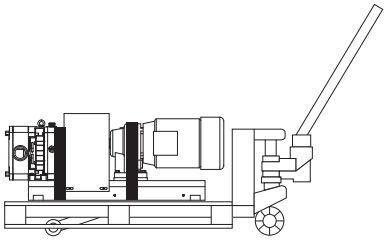

*Fig. 12 Trasporto con veicolo per trasporti interni*
► Verificare se la pompa è fissata in modo sufficiente sul pallet. Ad esempio con cinghie, vedere la *Fig. 12 «Trasporto con veicolo per trasporti interni», pagina 10*.